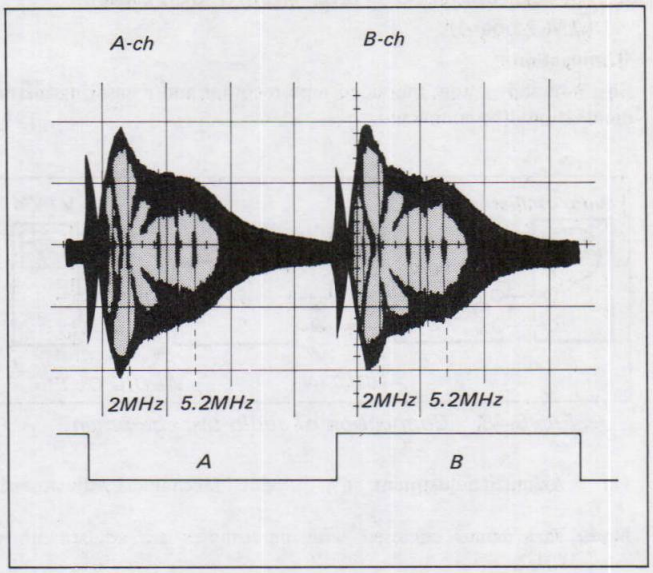

Fig. 5-46. Playback amplifier frequency response adjustment
(3) Increase the output level to maximum with the TRACKING knob.
(4) Set the trigger slope to – (+).
(5) Adjust RV701 so that 5.2MHz of A-ch is 400mV ± 20mV p-p.
(6) Adjust RV704 so that 2MHz of A-ch and B-ch are equal.
(7) Adjust RV705 so that 5.2MHz of B-ch is 400mV ± 20mV p-p.
(8) Verify that the level of 2MHz is 720mV ± 30mVp-p. (See Fig. 5-46.)